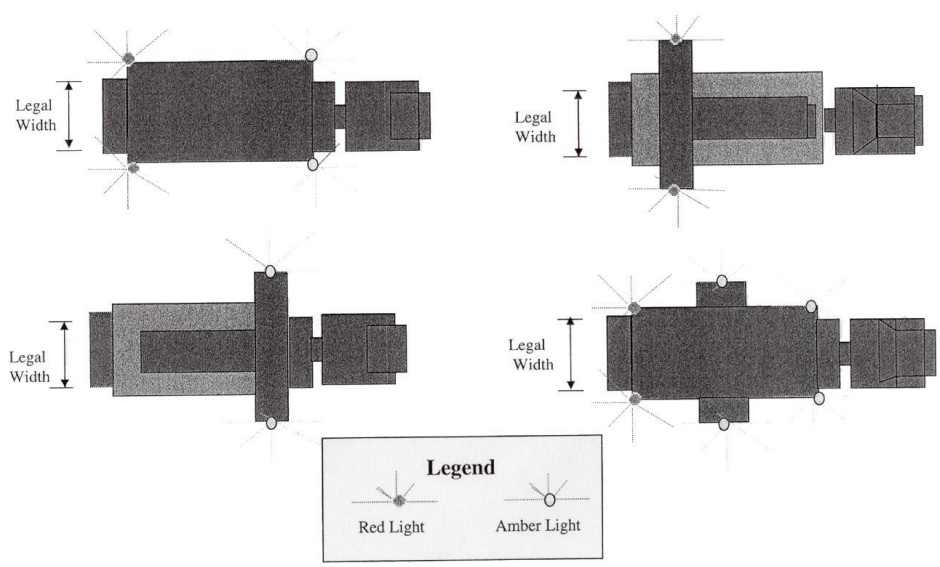

Figure 4.3: Warning Lights on Overwidth Loads
4.6.4.1 Warning lights shall be used for authorized night operations as shown in Figures 4.3 and 4.4. The lights must be visible from a minimum of 500 feet in all directions. The lights shall be steady burning. The color of the lights shall be as follows:
4.6.4.2 For overwidth loads uniform in width, place amber lights on the forward corners of the load and red lights on the rear corners of the load as shown in Figure 4.3.
4.6.4.3 If the load is overwidth for its entire length with a wider portion near the middle of the load, place red and amber lights at the rear and front corners of the load, respectively, with amber lights on the sides at the extreme limits of the load as shown in Figure 4.3.
4.6.4.4 If the load is nonuniform in width with the overwidth portion at the rear extremity of the load, place red lights on the side of the load at its extreme width as shown in Figure 4.3.
4.6.4.5 If the load is nonuniform in width with the overwidth portion to the front, place amber lights on the side at the load extremities as shown in Figure 4.3.